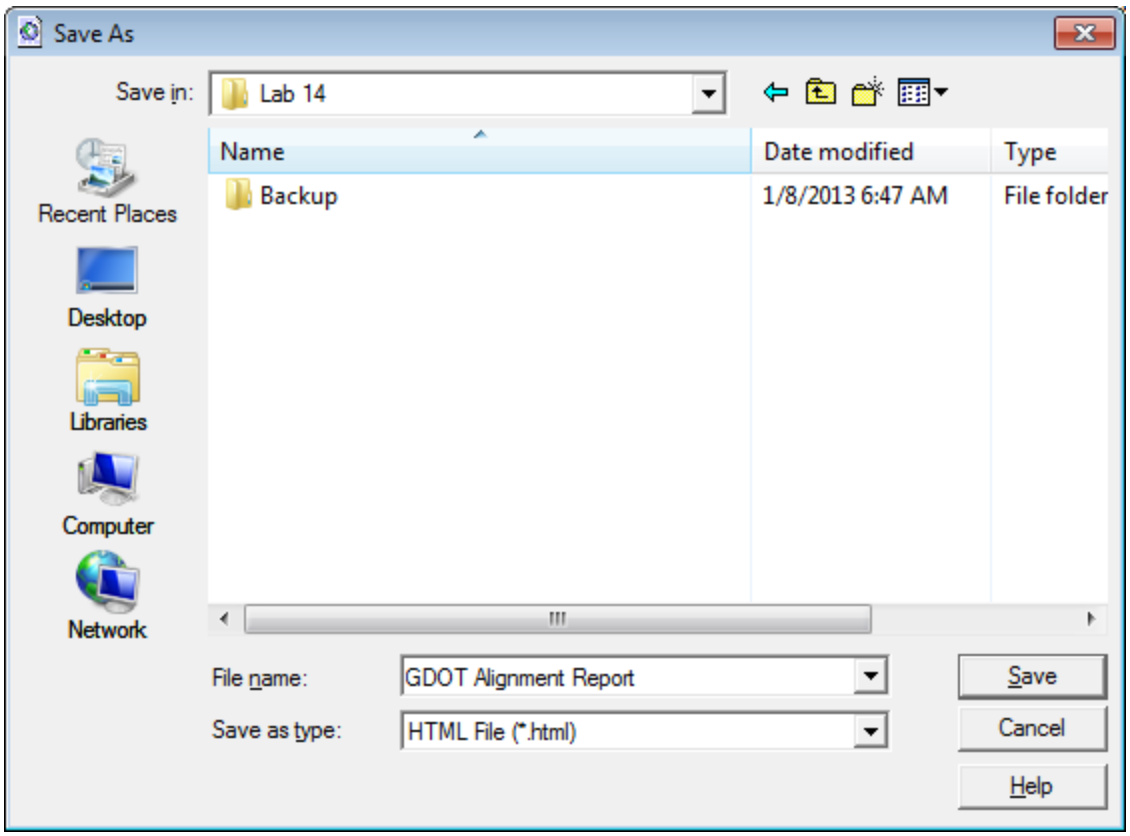

Figure L14-9 Save As
17.	**Save the 'GDOT Alignment Report' in HTML format** • In the **Save As** window, navigate to ***C:\InRoads Data\Design Labs\Lab14***. • In the **File name:** entry field, key-in **GDOT Alignment Report**. • Enter the **Save as Type:** as **HTML File (*.html)**. • Verify your entries match those shown in *Figure L14-9*. • Click **Save**.